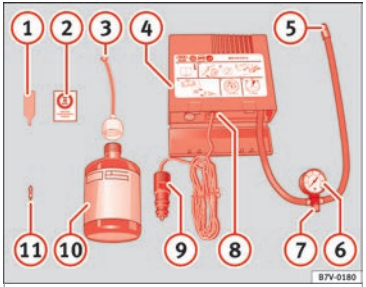

Fig. 79 Standard representation: contents of the anti-puncture kit.
The anti-puncture kit is located underneath the floor covering in the luggage compartment. It includes the following components ››› **Fig. 79**:
Screw in the inflator tube ››› **Fig. 79** (5) again and check the pressure on the gauge (6).